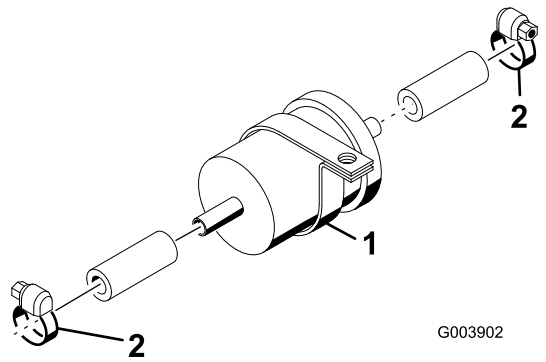

Figur 56
3. Løsn slangeklemmerne i begge ender af forfilteret, og træk brændstofslangerne af det (Figur 56).
5. Skub brændstofslangerne over på det nye forfilter, og fastgør dem med slangeklemmerne (Figur 56).